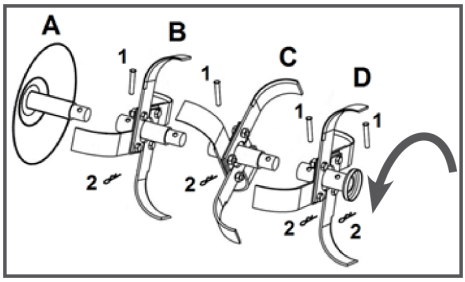

Рис. 3 Установка правых фрез
4. Установите собранные фрезы на выходной вал редуктора, закрепите их пальцами 1 и шплинтами 2 (Рис. 3). После установки крайней внешней фрезы (например, B) установите диск защиты растений A и закрепите его пальцем 1 и шплинтом 2 (Рис. 3). Для примера на Рис. 3 показана установка правых фрез.